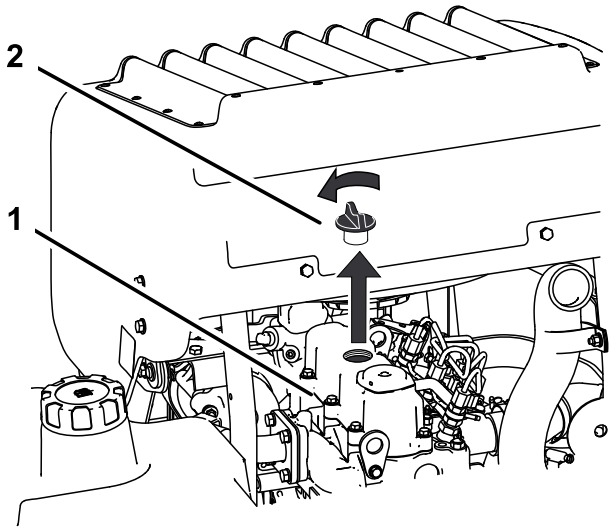

Figur 38
6. Fjern oliepåfyldningsdækslet fra toppen af motoren (Figur 38). Det hjælper olien med at løbe ud.
2. Fjern oliepåfyldningsdækslet og målepinden (Figur 38).